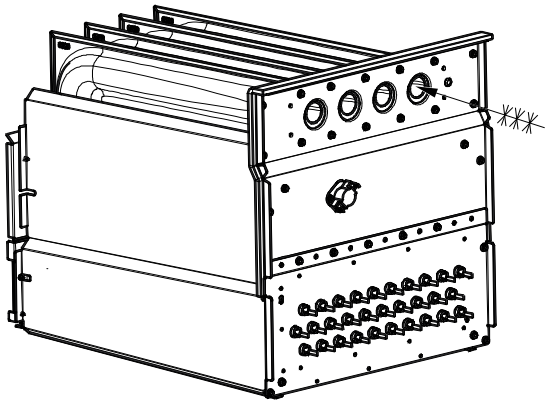

Fig. 66 – Cleaning Heat Exchanger Cell
7. Clean heat exchanger openings with a vacuum and a soft brush (Fig. 66).